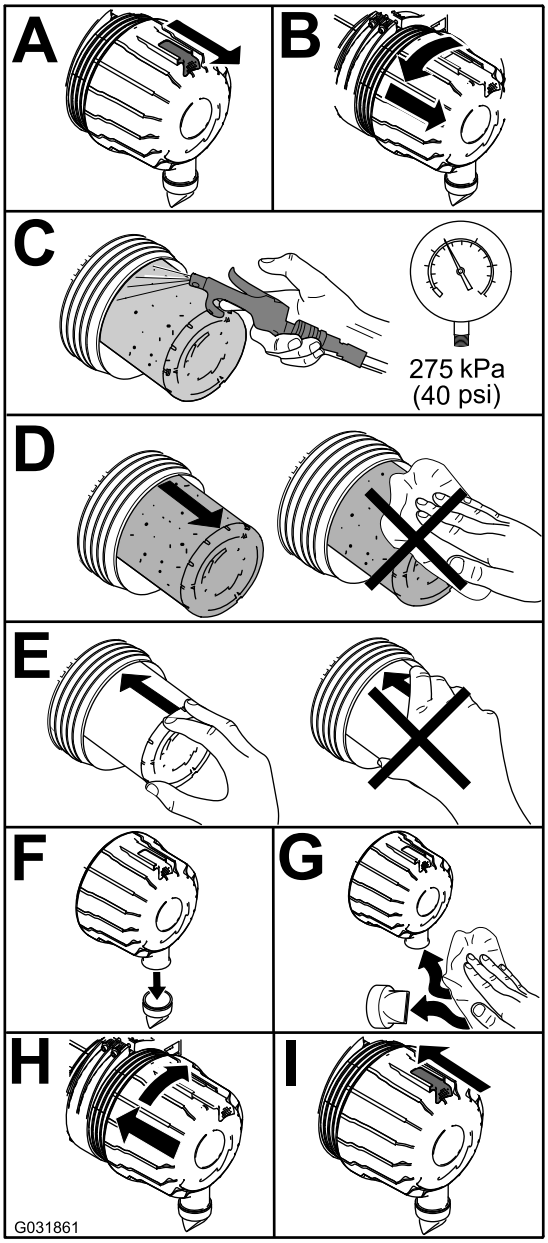

Bild 46
1. Tauschen Sie den Luftfilter aus (Bild 46).